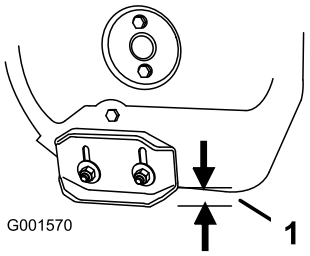

Bild 41
2. Lösen Sie die Muttern, mit denen beide Kufen an den Seitenplatten der Schnecke befestigt sind, bis sich die Kufen leicht nach oben und unten verschieben lassen (Bild 41).